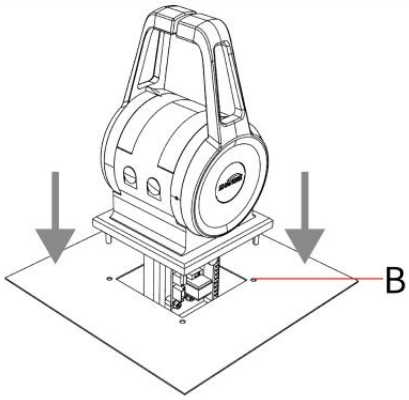

图3.2
2. 将手柄竖直放置于图3.2中右下角所示的安装板开孔内，并将螺丝对准螺孔B，遇到凸出部分可将手柄旋转或倾斜放入。